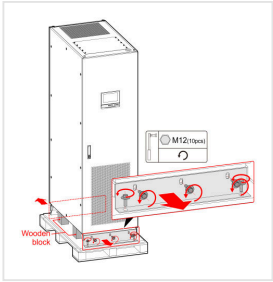

FIGURE 3-2 Step 1: L-angles (M12 × 10)
1. Remove the screws of the front and rear L-angles that hold the cabinet to the pallet (M12, 10 pieces) and remove the L-angles (Figure 3-2).